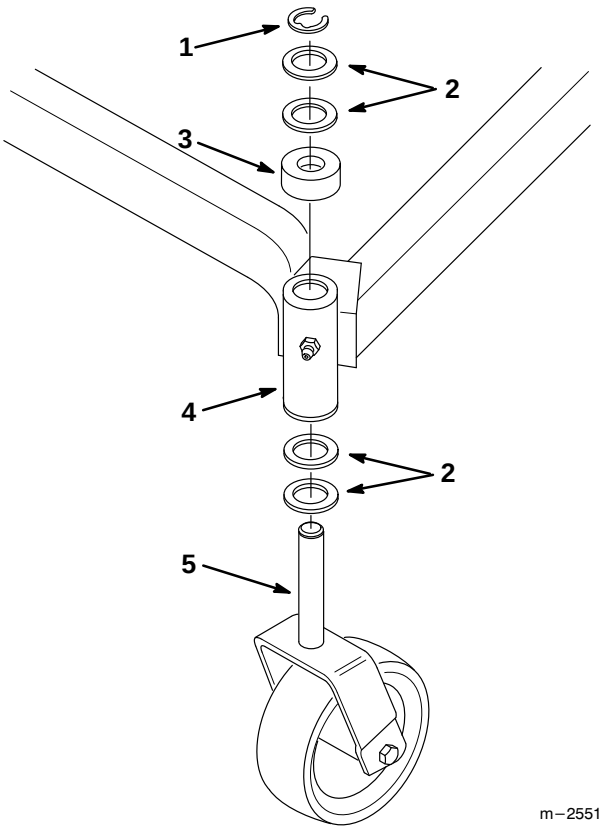

Figure 4
3. Place two (2) thrust washers onto the castor wheel fork (Fig. 4).
4. Insert the castor wheel fork into the carrier frame mounting tube (Fig. 4).
5. Install the spacer and two (2) thrust washers onto the castor wheel fork, then secure with a retaining ring (Fig. 4).